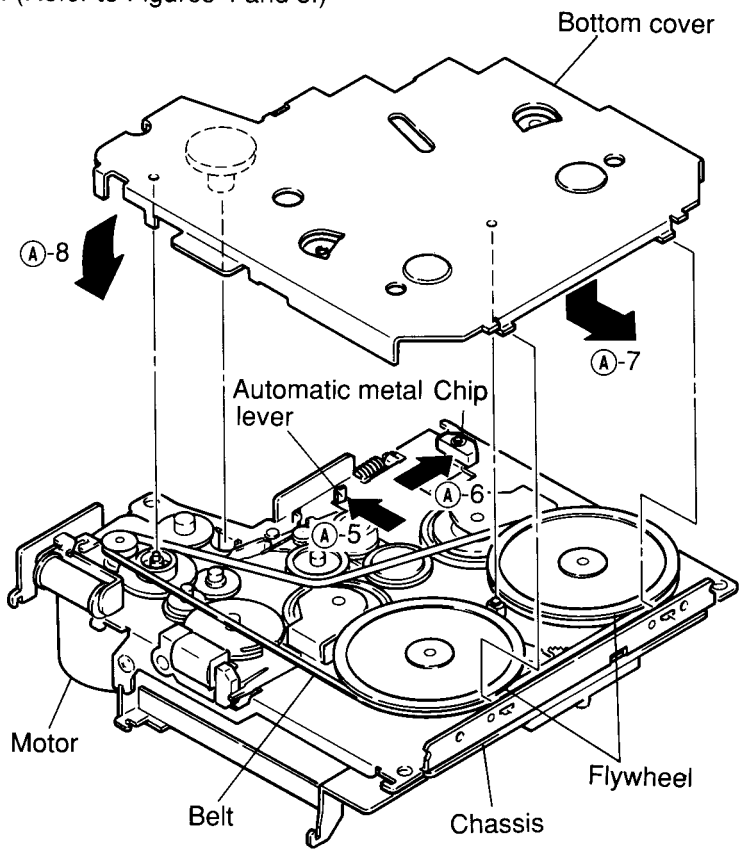

Figure 3
(9) Turn the mechanism around as shown in Figure 3.
(10) Pull the automatic metal lever in the direction Ⓐ-5 and the RF solenoid chip in the direction Ⓐ-6 as shown in Figure 3.
(11) Insert the hooks of the bottom cover into the chassis in the direction Ⓐ-7, and then join the part Ⓐ-8 of the bottom cover to the chassis slowly, making sure that the 3 points indicated with the straight lines in the Figure 3 are fitted properly.
If there are troubles in mounting the bottom cover, do not apply force but remove the bottom cover once again and check the positions of the individual parts. (Refer to Figure 3.)